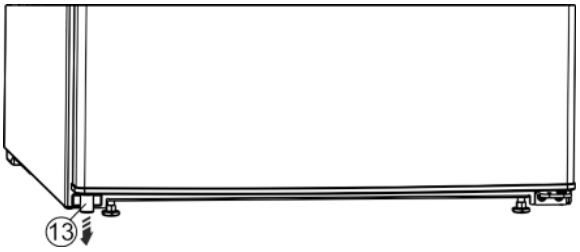

Fig. 5
▶ Unten links das Distanzteil *Fig. 5 (13)*aus der Tür herausnehmen.